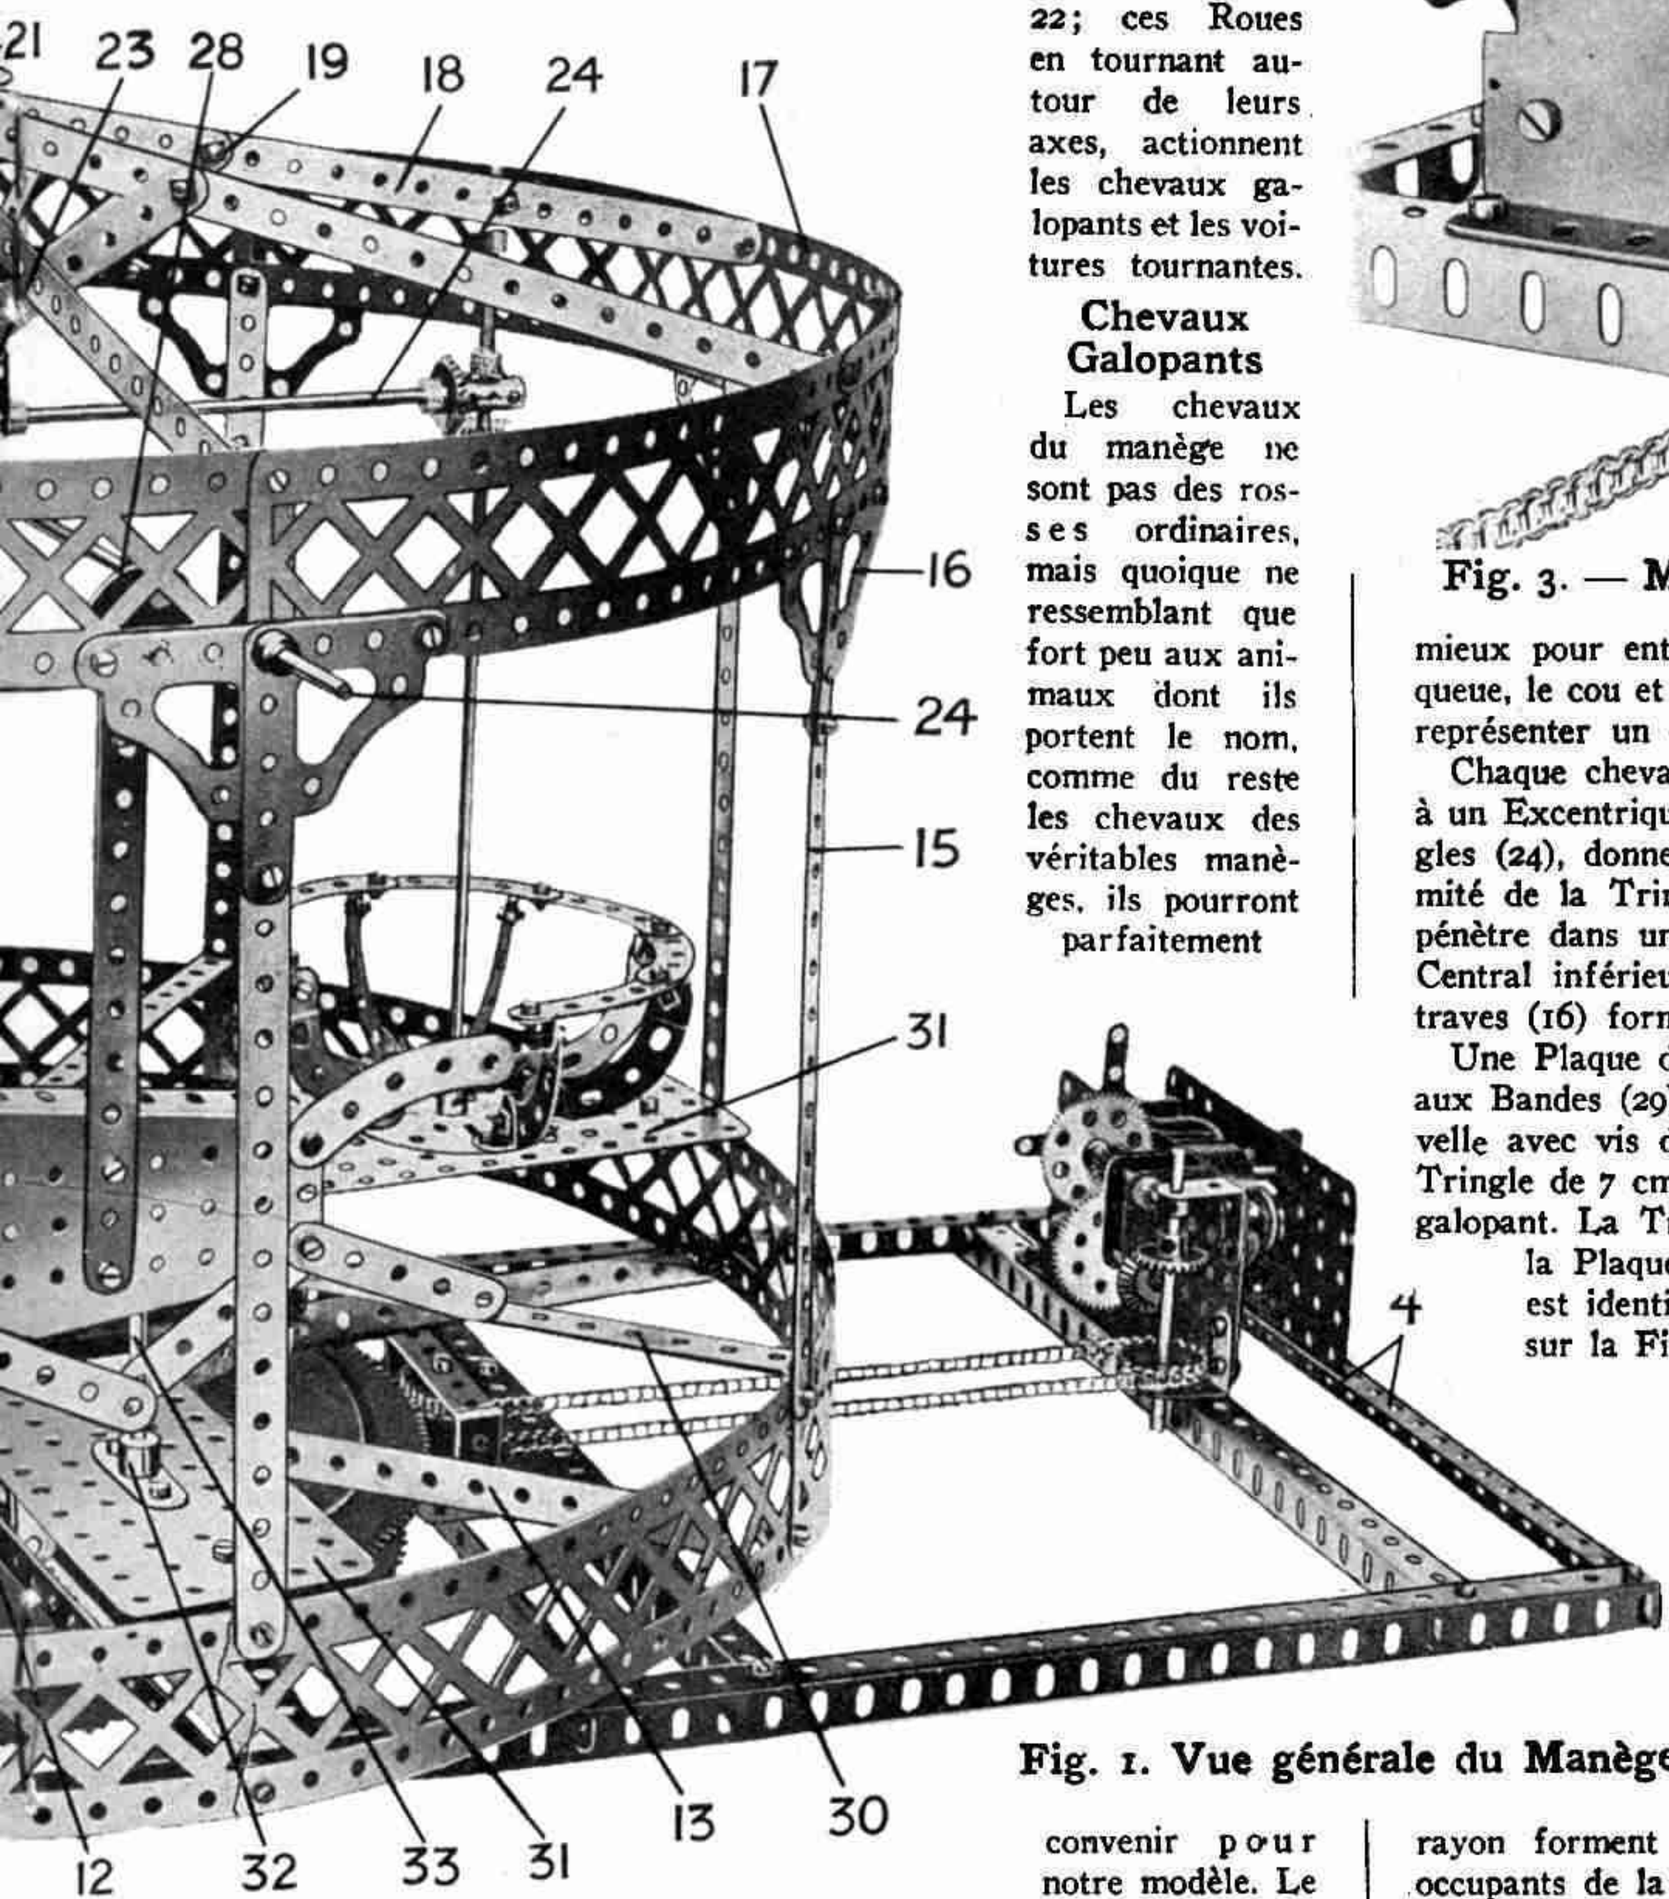

Fig. 1. Vue générale du Manège
On peut se procurer le grand Roulement à Rouleaux sur lequel pivote toute la superstructure comme pièce détachée (pièce N° 167). Ce Roulement à Rouleaux peut être utilisé dans différents modèles et comprend deux chemins de roulements avec denture (9 à la Fig. 5) ayant chacun près de 30 cm. de diamètre, un anneau porteur de rouleaux, seize roues à boudin de 19 mm. 11, seize boulons pivots avec écrous, et un pignon d'attaque spécial. Les petites roues à boudin pénètrent dans les boulons pivots, qui sont fixés sur la périphérie extérieure de l'anneau porteur de rouleaux, et ce dernier est inséré entre les deux chemins de roulement pour que les roues à boudin puissent rouler librement sur un épaulement près de l'extrémité du chemin de roulement inférieur (9), qui est boulonné aux cornières 2, tandis que le chemin de roulement supérieur, par un épaulement semblable, qui repose sur les roues à boudin de 19 mm., tourne librement autour de la tringle 12. De cette façon, les frictions sont réduites au minimum, puisque aucune pièce de roulement ne vient frotter directement contre une autre. La Tringle (12) est fixée solidement dans la bosse d'une Roue Barillet, qui est boulonnée, au chemin de roulement inférieur (9) et pénètre au travers une autre Roue Barillet fixée au centre du chemin de roulement supérieur. La vis d'arrêt de cette dernière Roue Barillet devra être ôtée afin de permettre au chemin de roulement supérieur de tourner librement autour de la Tringle 12. La partie pivotante du modèle est établie sur une base formée par huit Cornières de 19 trous (13) boulonnées au chemin de roulement avec denture (9) du Roulement à Rouleaux, et ayant ses extrémités extérieures fixées par l'intermédiaire d'Equerres, à un cercle formé par cinq Longrines de 32 cm. et une Longrine de 14 cm. (Fig. 1). Toutes ces Longrines sont boulonnées bout à bout, sauf la Longrine de 14 cm., dont une extrémité chevauche de trois trous la Poutrelle de 32 cm., et ces Longrines sont réunies par des Bandes de 19 trous (15) et
Architraves (16) à un cercle semblable, formé par des Longrines (17) réunies à leur tour par des Bandes de 19 trous (18) et les Bandes de 7 trous (19) sont réunies aux Equerres boulonnées à deux Plateaux Centraux (20) (voir Fig. 1, 6).
Une Plaque de 14 × 6 cm. est boulonnée aux Poutrelles (14) et aux Bandes (29) par l'intermédiaire d'Equerres, et porte une Manivelle avec vis d'arrêt (32) dans la bosse de laquelle est fixée une Tringle de 7 cm. (33) agissant comme guide vertical pour le cheval galopant. La Tringle (33) passe au travers du rebord inférieur de la Plaque Secteur formant le corps du cheval. Ce dispositif est identique pour les deux chevaux, comme on peut le voir sur la Fig. 1.